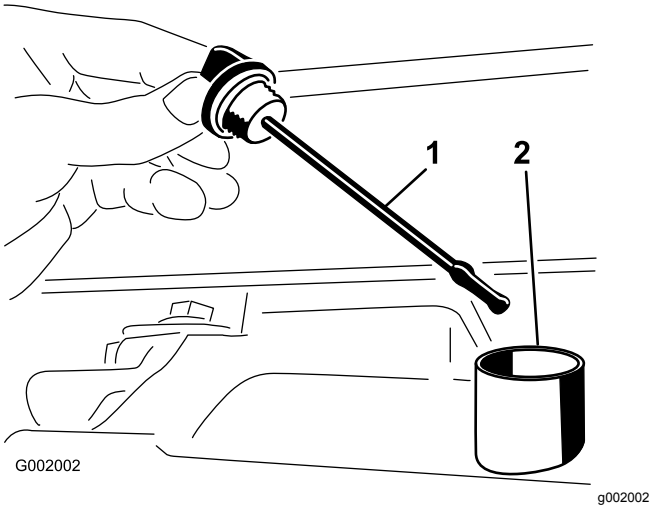

Figuur 49
2. Verwijder de peilstok en veeg deze af met een schone doek (Figuur 49).